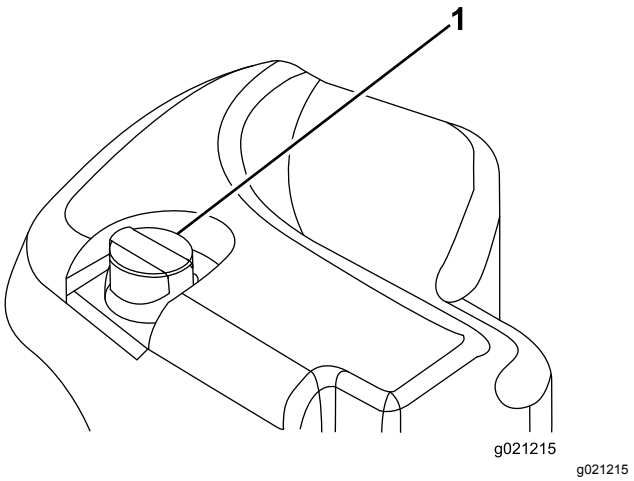

**Figur 30**
2. Rengjør rundt påfyllingshalsen og lokket på tanken for hydraulisk olje (Figur 30). Ta lokket av påfyllingshalsen.